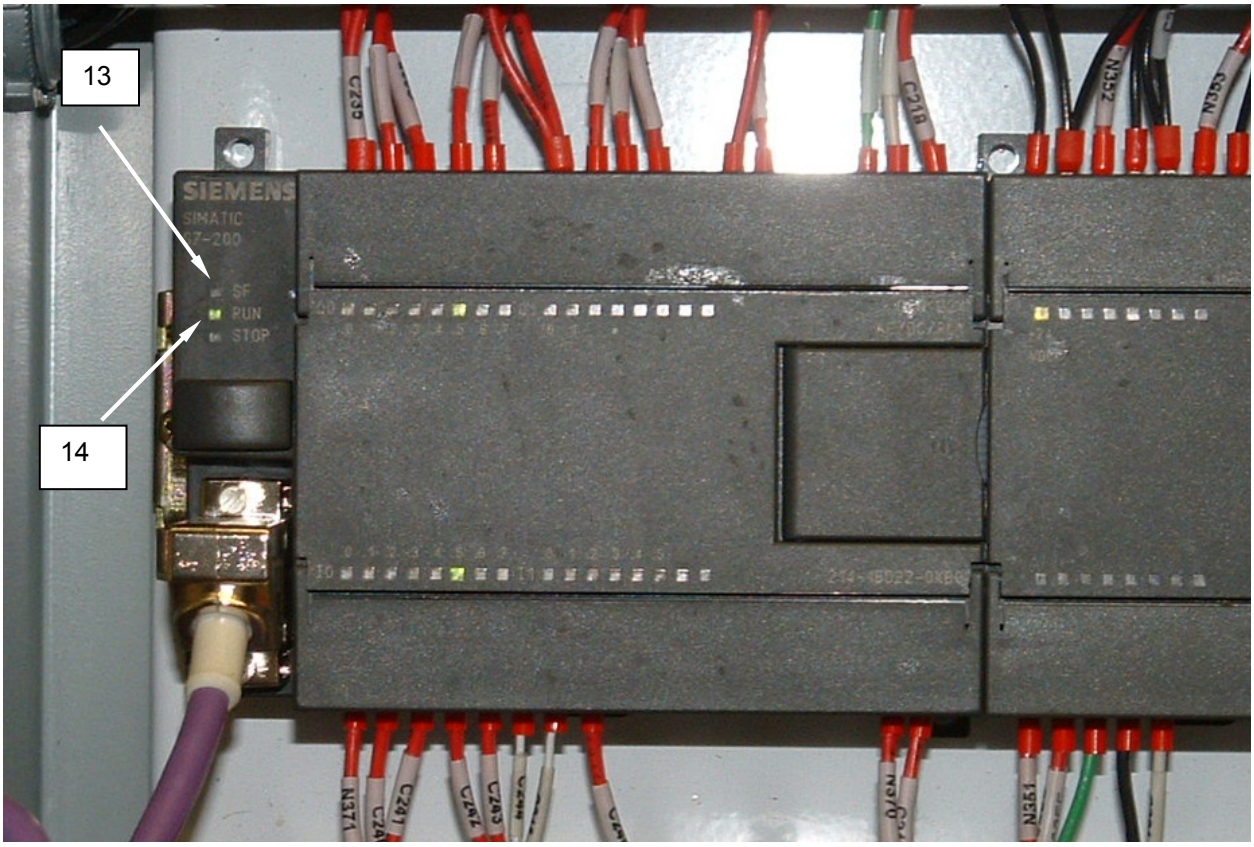
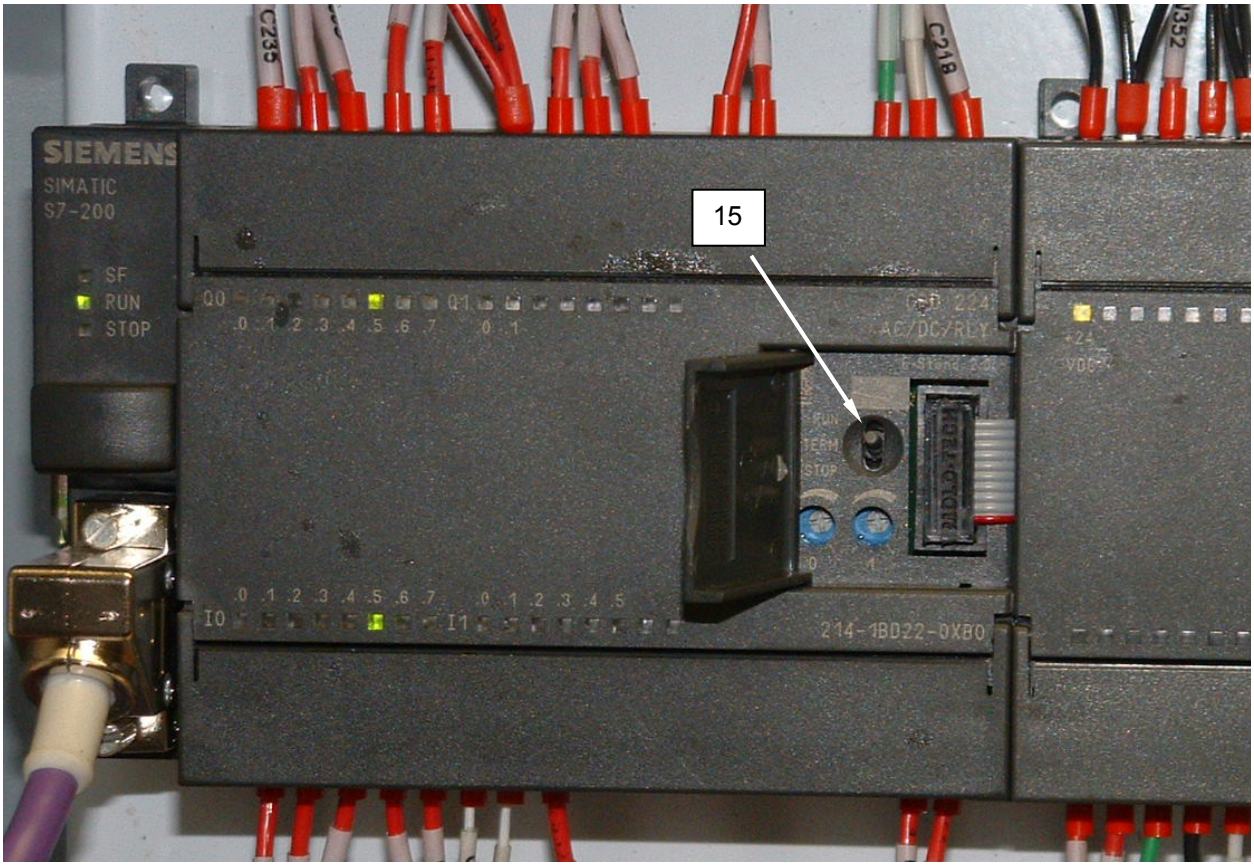

Figure 11. Test PLC Controller.
Figure 12. Test PLC Controller.
2. Check SF LED **(Figure 11, Item 13)**. Replace a PLC controller displaying a CPU fault (SF) LED.
3. Ensure the RUN LED **(Figure 11, Item 14)** is lit. If not, ensure the DIP switch **(Figure 12, Item 15)** is set to RUN.